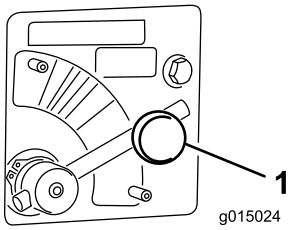

Figur 44
1. Lossa ratten som håller fast spaken för spridarventilen (Figur 44).
2. Vrid spaken för spridarventilen (Figur 44) till önskad färg (gul i detta exempel).
1. För spaken för spridarventilen till det **Blå** området (MAXHASTIGHET) (Figur 44). När spaken har vridits helt medurs är den i horisontellt läge.